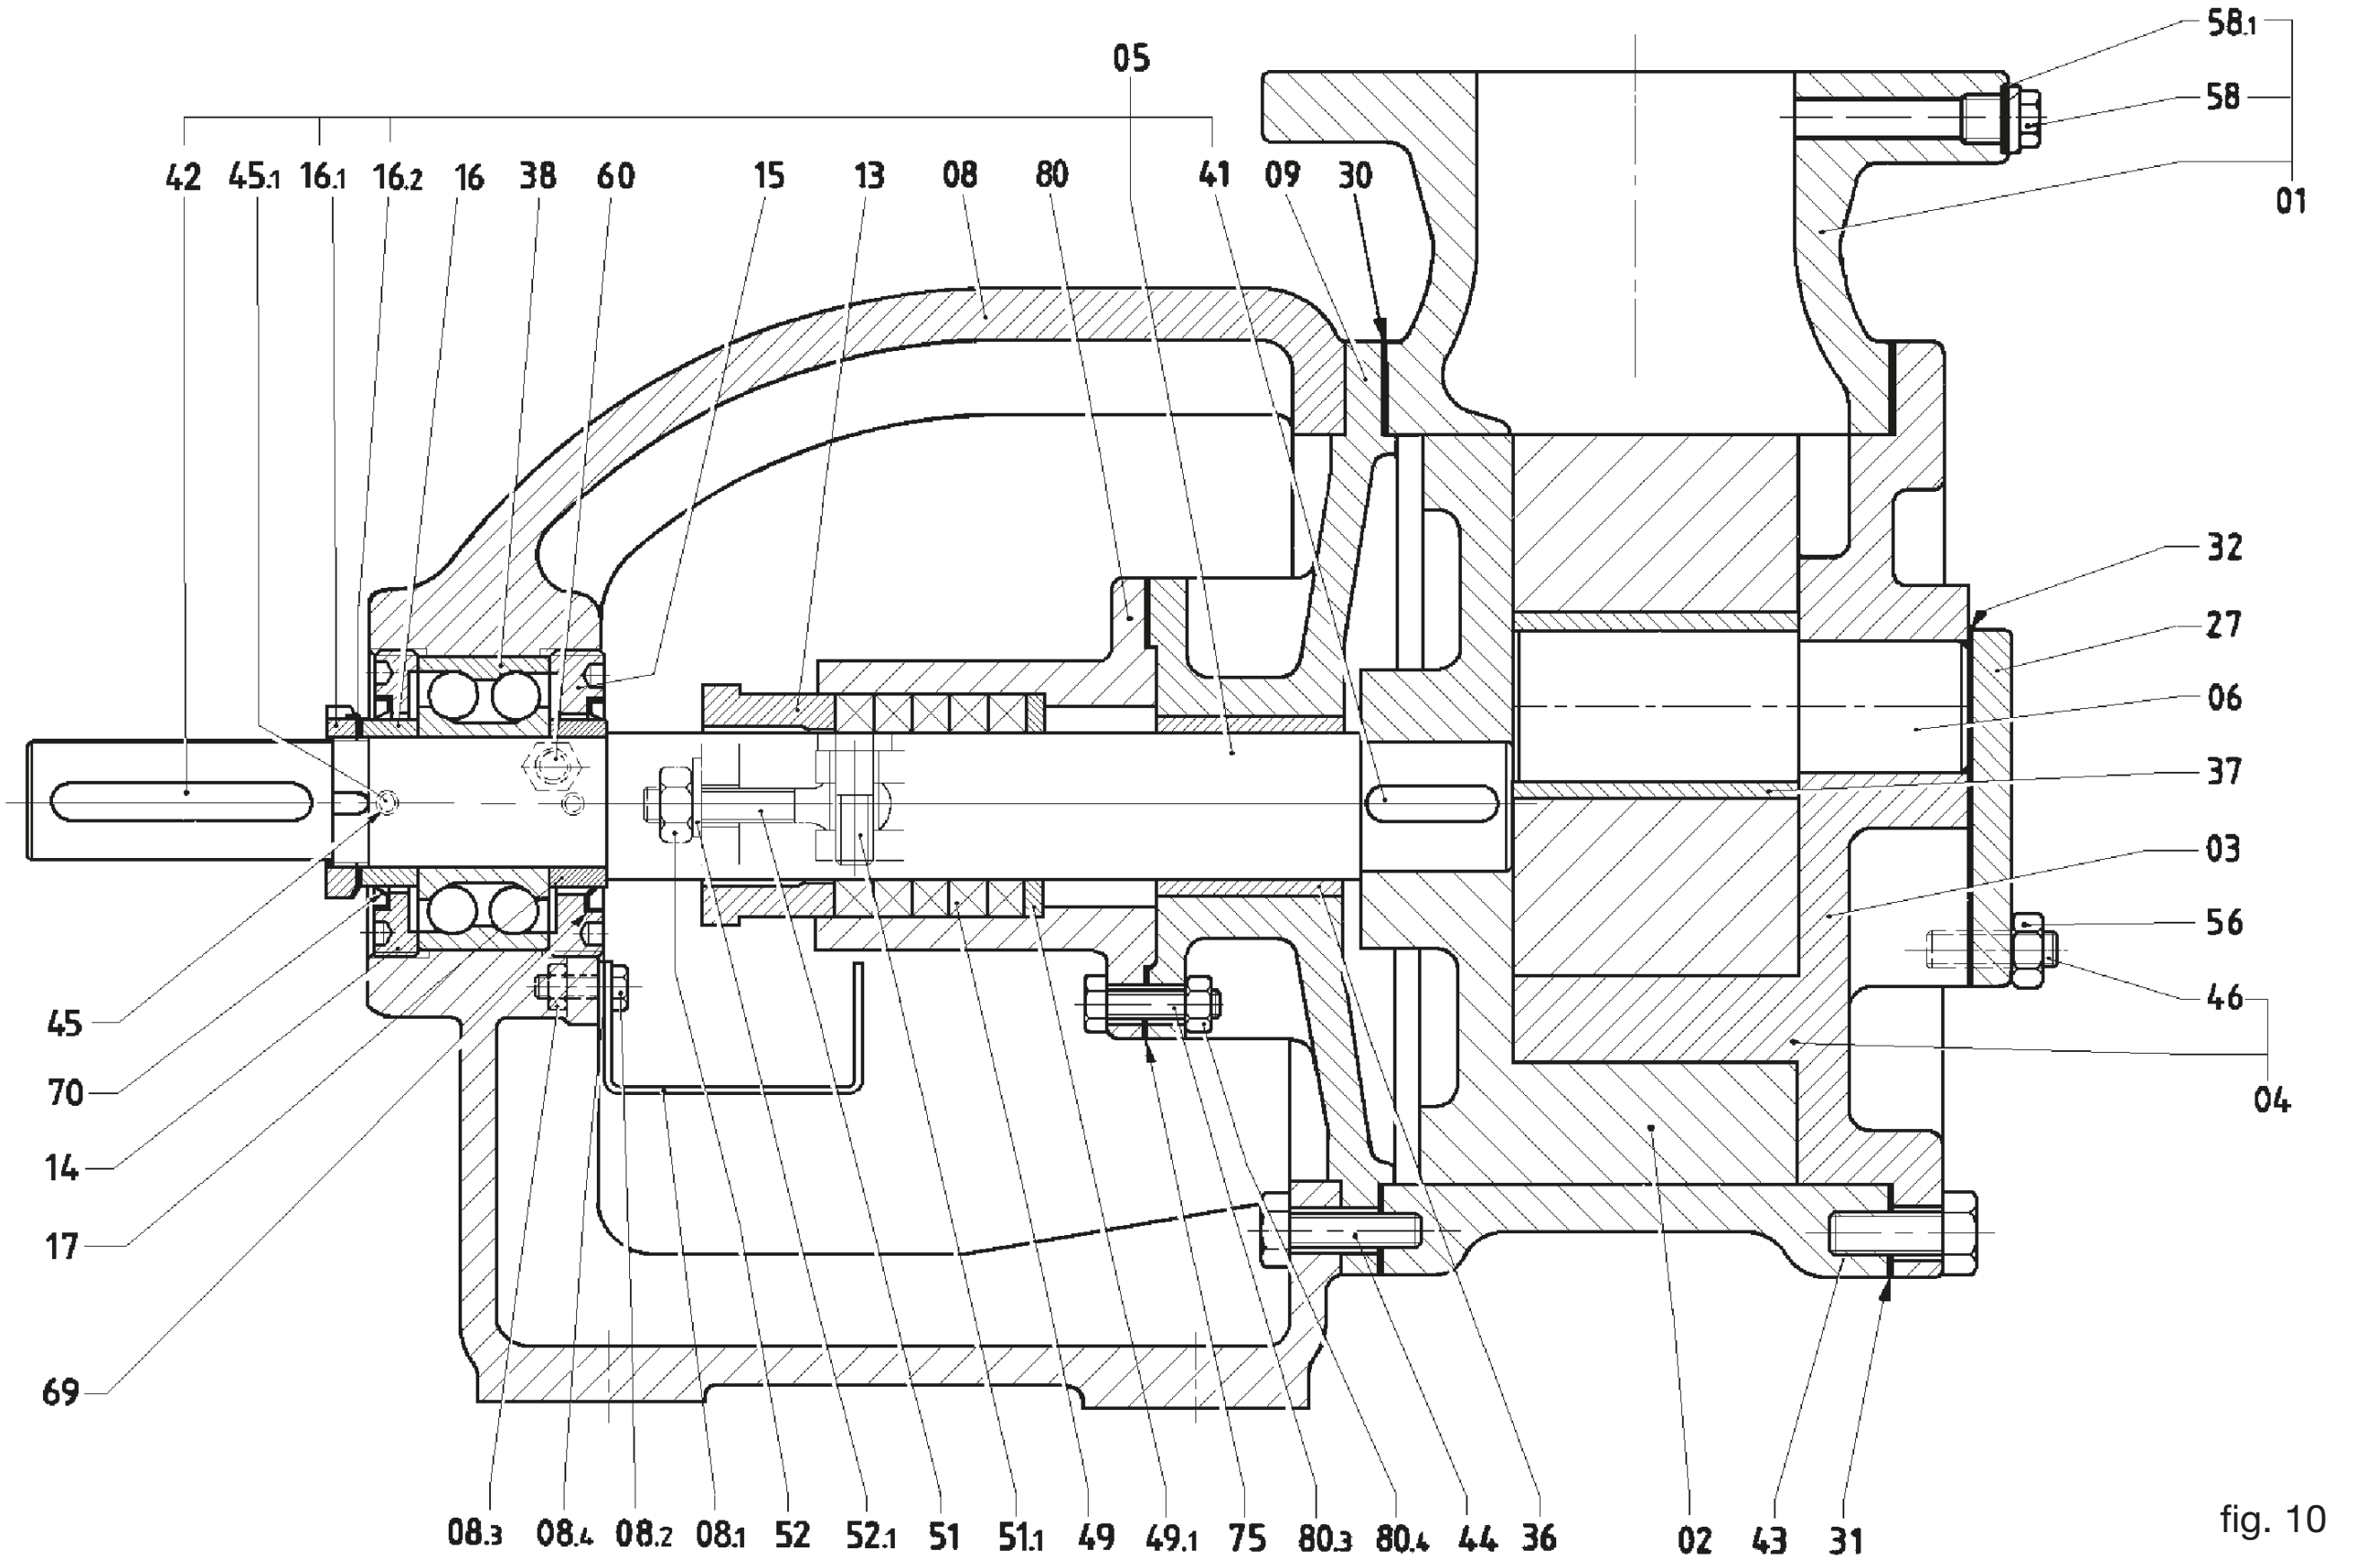
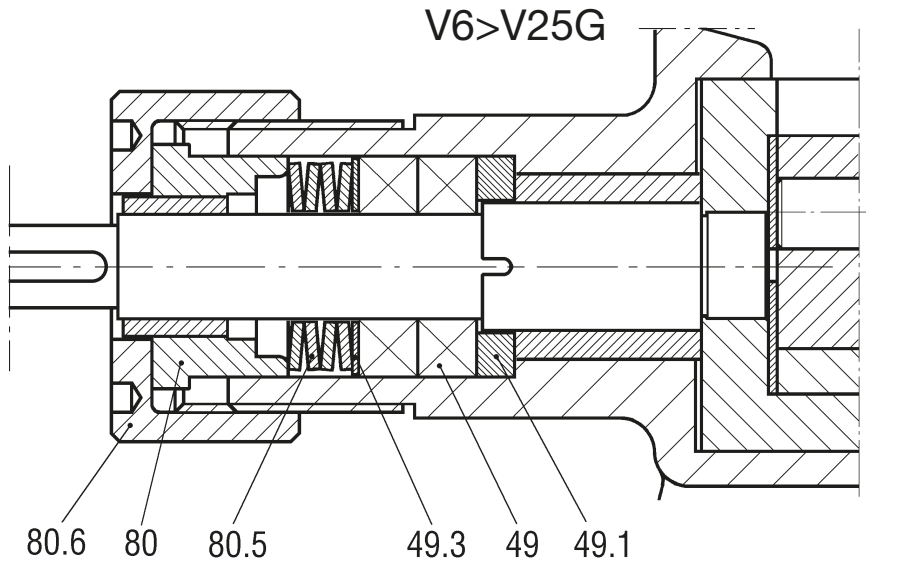
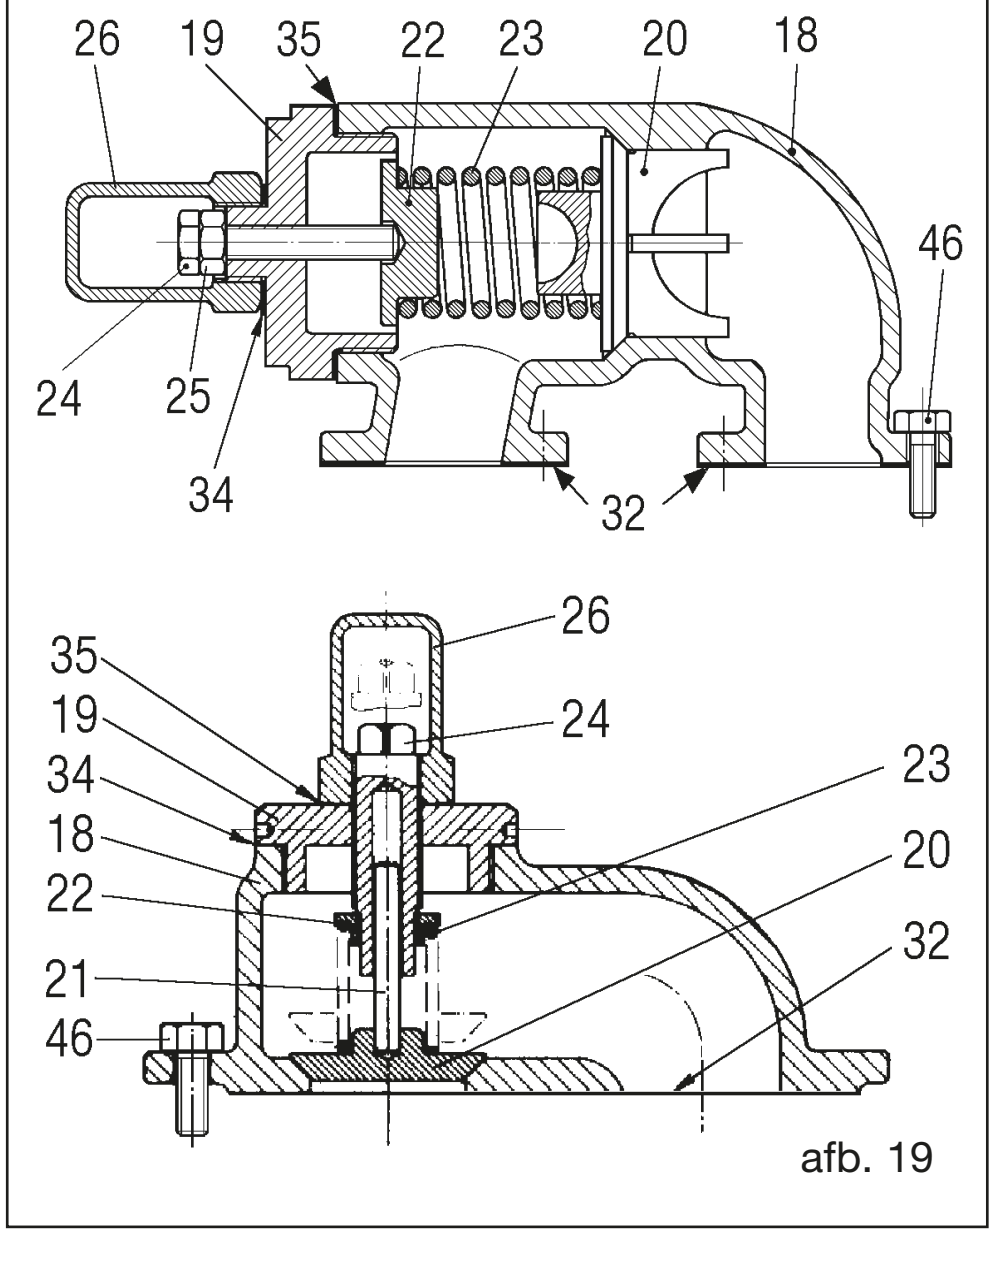

fig. 10
afb. 13
afb. 19
11.1 Verwijdering van het deksel (04) (afb. 10)
11.2 **Verwijdering van het onbelaste wiel (03)** (afb. 10)
- ☐ Trek het wiel van de spil (06), in het middelste gat is het glijlager (37) aanwezig. Enkele uitvoeringen bevatten genoemde bus niet en hebben een spil met een grotere diameter.
11.3 **Verwijdering van de spil (06) (afb. 10)**
11.4 **Verwijdering van het pomphuis (01)** (afb. 10)
- ☐ Verwijder de schroeven (44)
- ☐ Bevrijd het pomphuis van de flens-steun (09) en zorg ervoor dat de pakking (30) niet beschadigd wordt. Vervang de beschadigde pakking als dat toch gebeurt.
- ☐ De flens-steun blijft in de centreerzitting met de steun (08).
11.5 **Verwijdering van het kogellager (38)** (afb. 10)
- ☐ Verwijder het sleuteltje (42) uit diens zitting op de as (05).
- ☐ Draai de veiligheidspennen (45) los.
- ☐ Verwijder de ringmoer die het lager afdekt (14) en de afstandhouder (16).
- ☐ Om te voorkomen dat de as draait, blokkeert u de rotor (02).
- ☐ Forceer de as uit het lager met gebruik van een pers. Gebruik een extractor als u geen pers heeft. Bij het uitvoeren van laatst genoemde handeling dient u er rekening mee te houden dat, samen met de as, als gevolg ook de rotor (22), de flens-steun (09) en de afdichtinghouder (80) verwijderd zullen worden.
- ☐ Schroef de smeernippel (60) los, verwijder de ringmoer (15) en forceer het lager uit de steun (08) met gebruik van de pers.
11.6 Verwijdering van de afdichting met pakkingvlecht voor pompen van V6 tot V25 (afb. 13)
11.12 **Verwijdering van glijlager steun (36)** (afb. 10)
- ❑ Ga te werk zoals aangeduid wordt bij de instructies van de punten 11.1-11.2-11.4-11.5 voor pompen met respectievelijk pakkingvlechten of mechanische afdichting en neem de as volledig uit de flens-steun (09).
- ❑ Gebruik een pers voor de verwijdering van de rotor (02).
- ❑ Voor de V200 moet de flens-steun (09) tot 80°C voorverwarmd worden. Plaats daarna het glijlager (36). Wacht tot afkoeling heeft plaatsgevonden. Op maat brengen binnen de marge met gereedschapsmachines volgens de aanwijzingen van Varisco.
11.13 **Verwijdering en demontage van de veiligheidsklep.** (afb. 19)
- ❑ Verwijder de volledige klep door de schroeven (46) los te draaien en zorg ervoor de pakking(en) (32) niet te beschadigen. Gebeurt dat toch, vervang ze dan.
- ❑ Verwijder het kapje (26) en de pakking (35) door de eventuele contramoer (25) los te draaien.